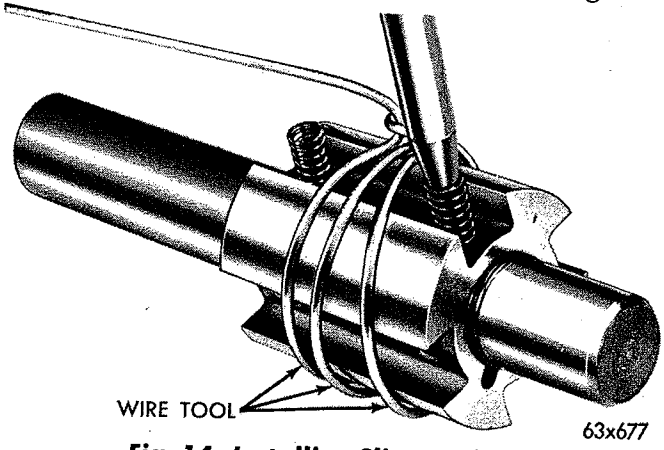

***Fig. 14—Installing Slipper Rings***
(Fig. 14). Bend ends of wire towards pulley end of shaft.
(8) Install springs by turning clockwise into pockets in rotor, using a pencil with point broken off (Fig. 14).